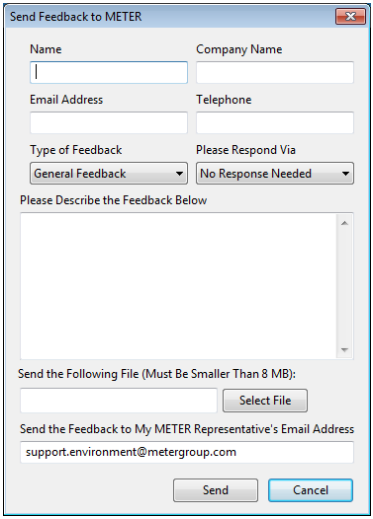

Figure 23 Send Feedback to METER Group window
- **Send Feedback to METER:** Sends product feedback, bug reports, or feature requests to METER when connected to the internet (Figure 23).